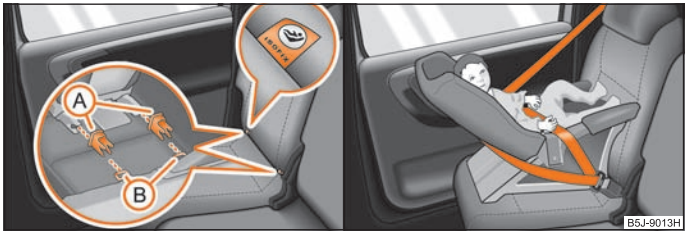

Fig. 124 Locking eyes (ISOFIX system) / the ISOFIX child seat is pushed into the mounting funnels
- Insert the mounting funnels (A) onto the locking eyes (B) between the seat backrest and the seat cushion ⇒ fig. 124.
- Push the notched arms of the child seat into the locking eyes until they are heard to lock in place ⇒ fig. 124.